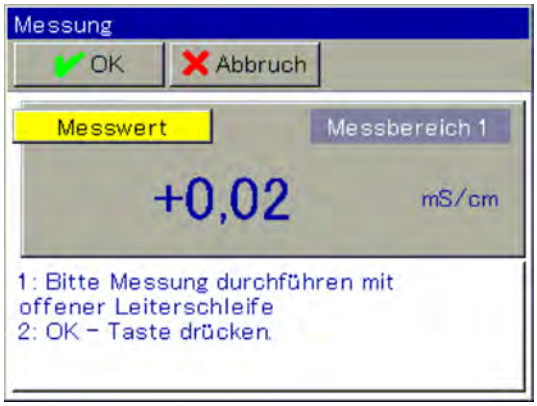

Abb. 76: Messung
7. Das Gerät nimmt nun eine Messung mit offener Leiterschleife des Kalibrieradapters vor. Warten Sie eine stabile Messwertanzeige ab und bestätigen dann mit „OK“. (Siehe Abb. 76 .)